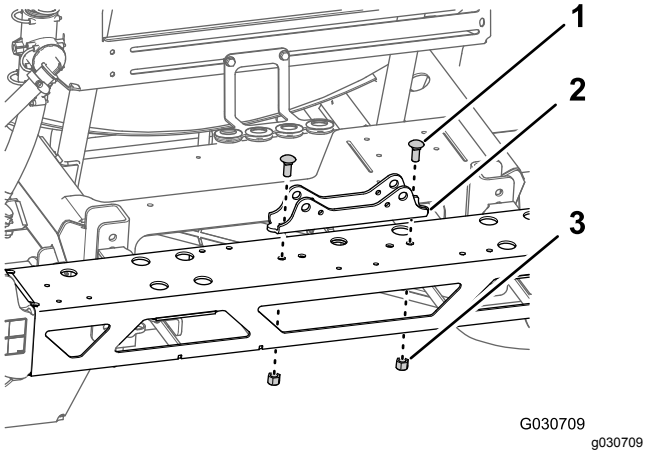

Figur 80
3. Afmonter 2 bræddebolte (1/2 x 1-1/4 tomme) og 2 flangelåsemøtrikker (1/2 tomme), der fastgør cylinderbeslaget til midterbomsektionen, og afmonter beslaget (Figur 80).